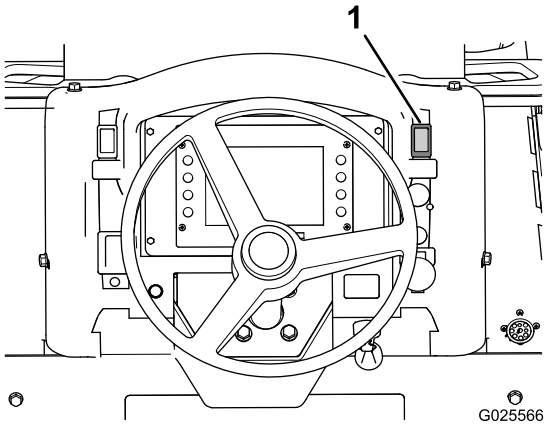

Figura 44
1. Per inserire il freno di stazionamento, premete il relativo interruttore (Figura 44).